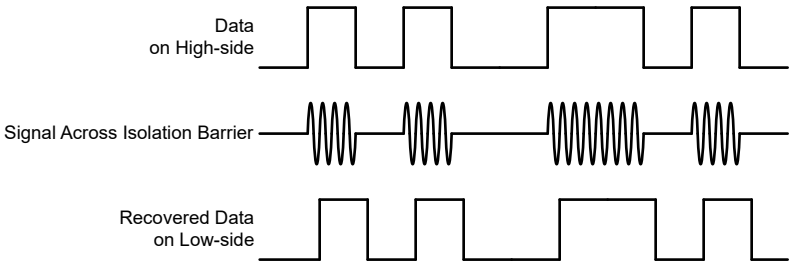

**図 6-4. OOK ベースの変調方式**
AMC23C11 は、$SiO_2$ ベースの絶縁バリア越しにコンパレータの出力状態を送信するため、図 6-4 に示すオン / オフ キーイング (OOK) 変調方式を採用しています。「機能ブロック図」に示す送信ドライバ (TX) は、デジタル 1 を表すために内部で生成された高周波キャリアを絶縁バリア越しに送信します。デジタル 0 を表す信号は送りません。